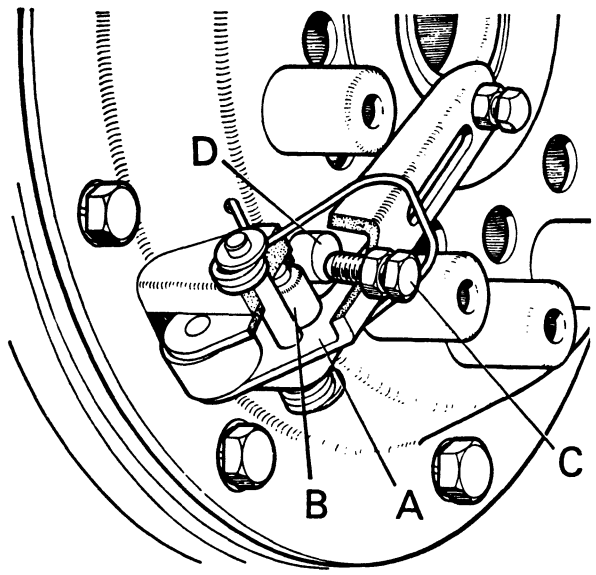

Figure 9.
3. Turn engine until a release lever is opposite cover aperture then insert cranked end of feeler gauge through open heel of lever. (Fig. 9.) Pass end of gauge over roller and pin until it goes under the adjusting screw, then release locknut and, *taking care to note the number of flats the screw is turned,* tighten screw until it just commences to hold the gauge. Firmly tighten locknut, whilst holding screw stationary, and mark lever with chalk, so that it is not adjusted again if engine is turned too far. Reset remaining screws, *not by using the gauge but by turning the screws exactly the same amount as it was necessary to turn the first screw.* This is important as it ensures the plates and facings remain parallel.